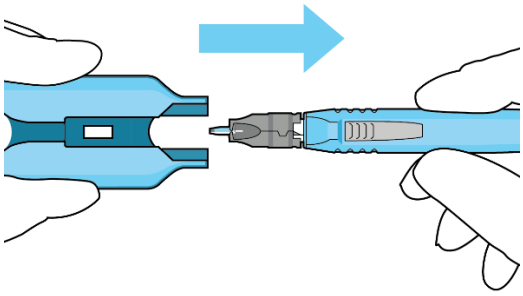

Figure 35
- Withdraw the insertion tool handle, which is now attached to the gripper tips and implant, by slowly pulling the carrier and handle apart (Figure 35).